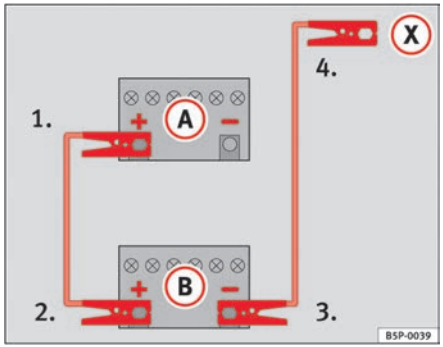

Fig. 237 How to connect the jump leads
⇒ fig. 237 (A) shows the flat battery and (B) the charged battery.
1. Connect one end of the red jump lead to the positive ⇒ fig. 237 (+) terminal of the vehicle with the flat battery ⇒ ⚠.
4. Connect the other end of the black jump lead (X) to a solid metal component which is bolted on to the engine block, or onto the engine block itself of the vehicle with the flat battery. Do not connect it to a point near the battery ⇒ ⚠.